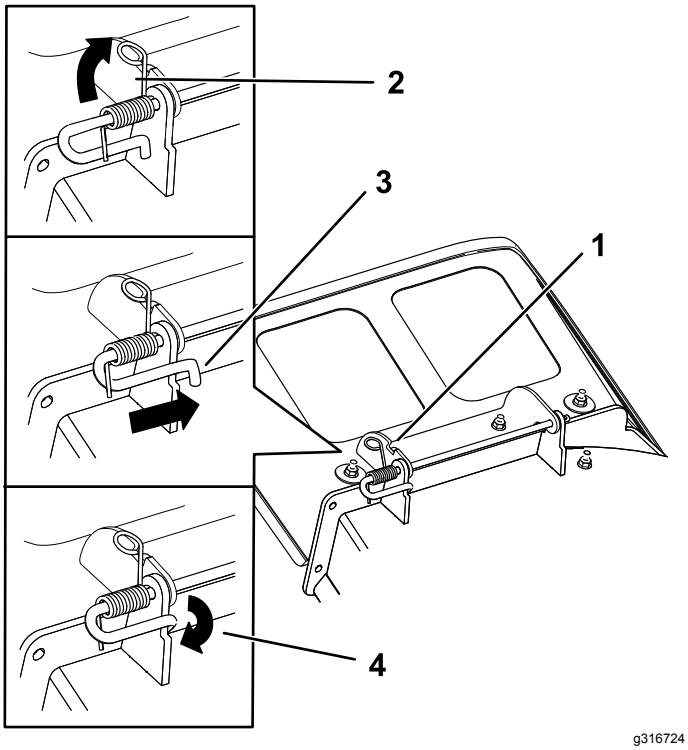

Figure 67
3. Positionnez le nouveau déflecteur d'éjection en plaçant les extrémités du support entre les supports soudés du tablier, comme montré à la Figure 67.
5. Positionnez le ressort sur la tige comme montré à la Figure 67, de sorte que l'extrémité la plus courte du ressort sorte du dessous de la tige avant le coude et passe par-dessus la tige à son retour.
6. Soulevez le côté avec la boucle du ressort et placez-le dans le cran du support de déflecteur (Figure 67).
7. Fixez l'ensemble tige et ressort en le tournant de sorte à pouvoir placer l'extrémité courte de la tige derrière le support avant soudé au tablier de coupe (Figure 67).